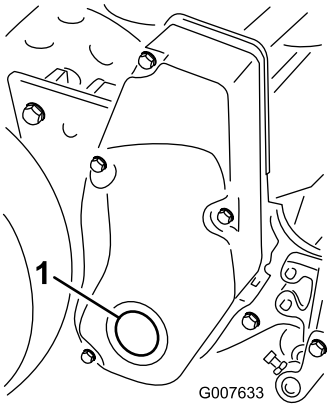

**Figur 60**
1. Ta bort locket till den högra cylinderdrivningens kåpa (Figur 60).